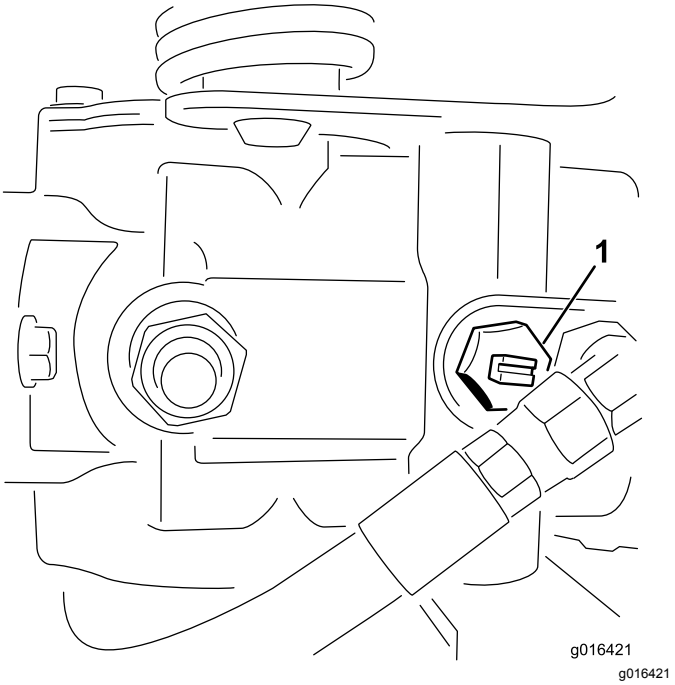

Figuur 27
1. Ga naar het omloopventiel op de pomp en draai het 2 volledige slagen linksom (Figuur 27).
2. Voordat u de motor start, moet u het omloopventiel sluiten door het 2 volledige slagen rechtsom te draaien (Figuur 27).